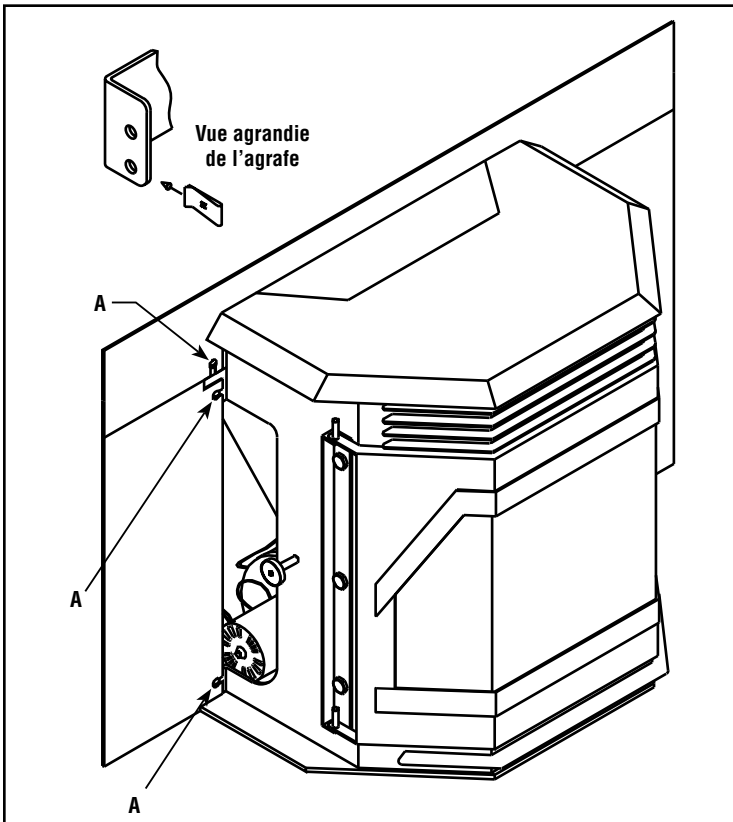

Figure 11A
1. Retirer les portes latérales (voir ***page 24)*** afin d'accéder aux pattes de montage des panneaux de contour. Sortir les agrafes du sachet de pièces situé dans le foyer. Installer les six agrafes (surface plate vers l'avant) sur les six trous pratiqués dans les pattes de fixation des panneaux de contour, trois de chaque côté du poêle encastrable. Pour plus de facilité, il est possible d'utiliser un tournevis plat. Voir la vue agrandie de la ***figure 11A***.
2. Visser partiellement les six vis à tête bombée de 1/4 po dans les agrafes (repère A, ***figure 11A***).